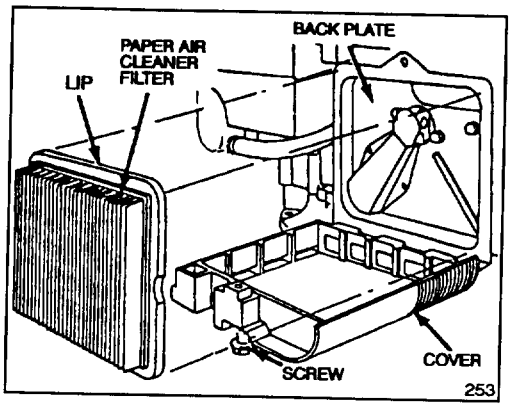

**Figure 13**
3. Remove paper air cleaner filter (Fig. 13) and discard.
4. Insert new paper air cleaner filter cartridge so lip touches back plate as shown in Figure 13.